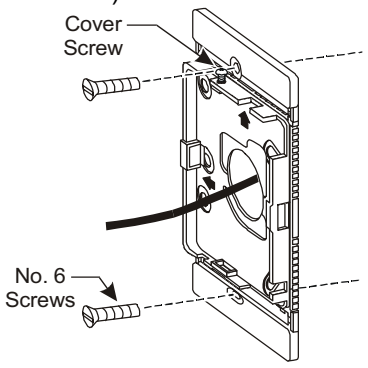

Figure 3: Wallbox Mounting
3. Fasten the base to the wallbox with the No. 6 screws provided. (See Figure 3.)